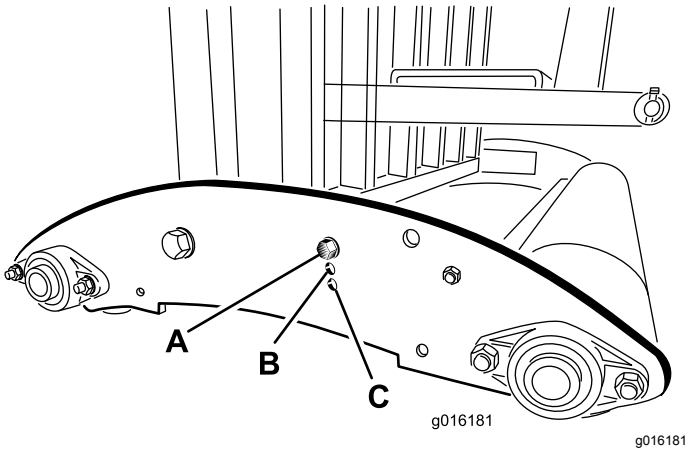

Figur 32
**Obs:** På modellerna SR54-S och SR70-S monteras rörändarna vid den nedre sidoplåtens monteringshål om luftarpinnsdjupet på luftaren är inställt på position A (Figur 32). Använd de övre monteringshålen till djupinställningspositionerna B eller C.